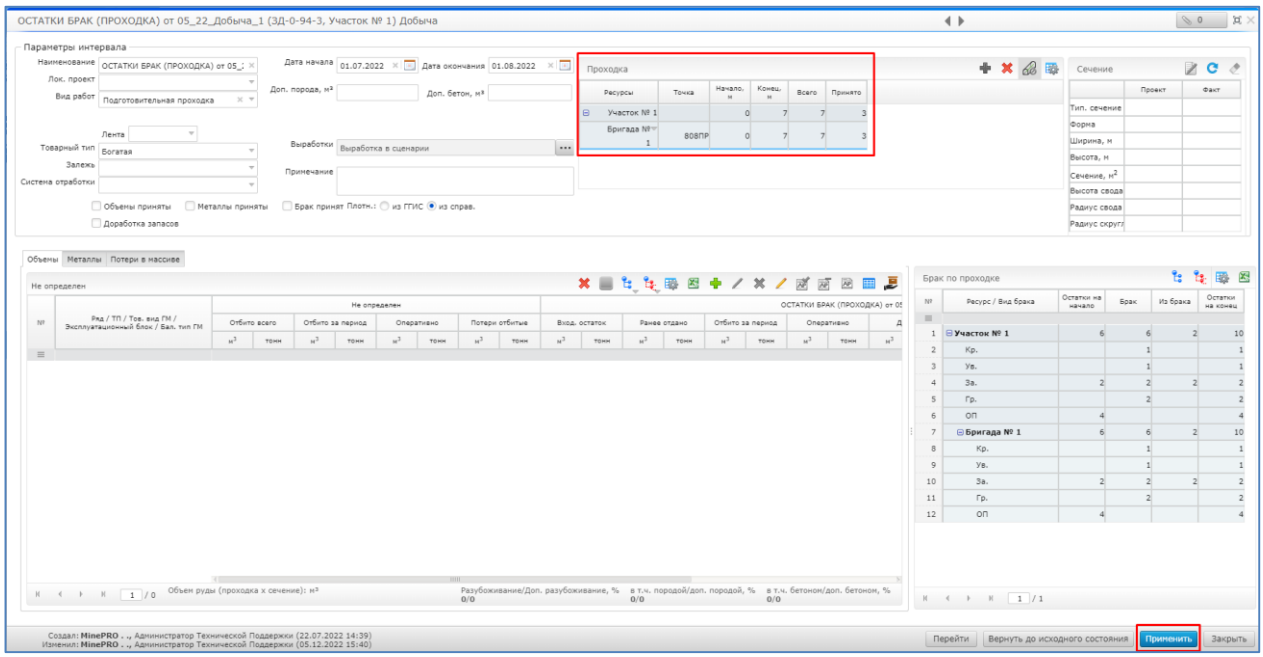

Рисунок 46. Блок «Проходка»
5. Заполнить блок «Проходка», нажать на кнопку «Применить» (Рисунок 46).